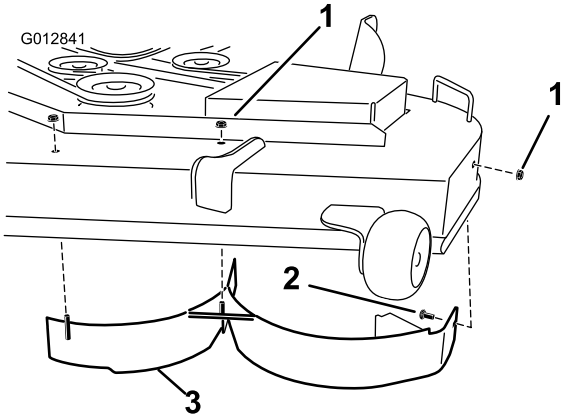

Figuur 4
12. Monteer de linkerplaat aan het maaidek zoals getoond in Figuur 4. Gebruik twee borgmoeren (5/16 inch) om het midden en links te bevestigen aan de gelaste stangen van de linkerplaat aan de bovenzijde van het maaidek. Draai de bevestigingen met de hand vast.